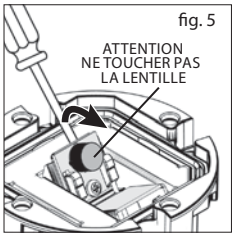

fig. 5
- ajuster l'inclinaison du faisceau (Fig. 5), attention à ne pas toucher la lentille. Le faisceau peut être orienté selon une inclinaison comprise entre 0° et 45°.